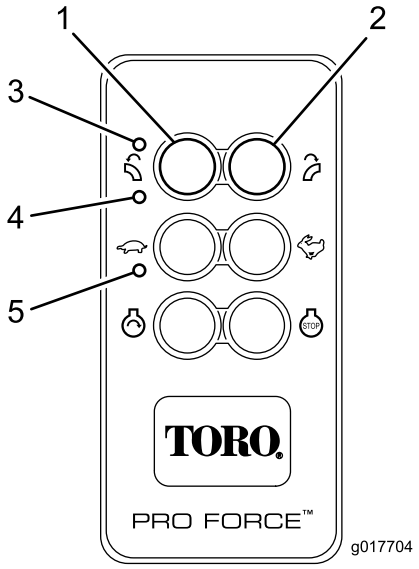

Rysunek 16
Pilot zdalnego sterowania włącza się po naciśnięciu dowolnego przycisku. Miganie diod TX oraz RX oznacza, że pilot sterujący jest włączony i komunikuje się z urządzeniem bazowym. W celu zmniejszenia zużycia energii pilot zdalnego sterowania pozostaje aktywny przez około trzy (3) sekundy, a następnie, jeżeli w ciągu trzech sekund nie zostanie naciśnięty żaden przycisk, automatycznie wyłącza się. Po upływie czasu i wyłączeniu się urządzenia wszystkie diody LED pilota przestają migać (Rysunek 16). Naciśnięcie dowolnego przycisku spowoduje ponowne uaktywnienie się pilota